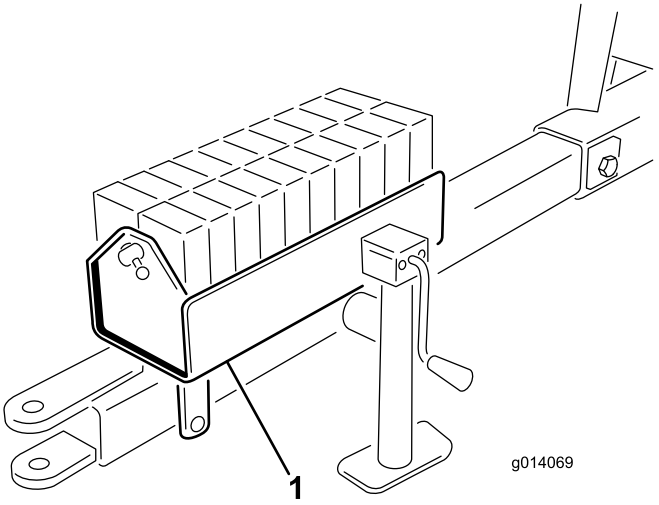

Figur 6
4. Montera viktlådan på draganordningen med (2) 1/2 x 5–1/2 tumsbultar och låsmuttrar och dra åt.
5. Fyll viktlådan med vikterna och montera staget och sprinten (Figur 6).